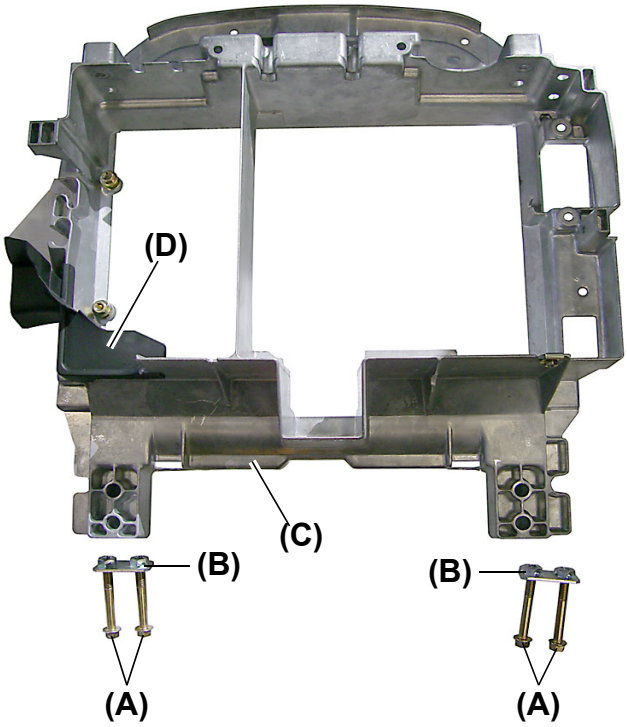

Fig. 6
4. The Column bracket **(Fig. 6, (C))** is retained to the main frame by four (4) M10 × 75 mm (L: 3 in.) bolts **(Fig. 6, (A))** and two (2) nut plates **(Fig. 6, (B))**.
- The column boot **(Fig. 6, (D))** has been bonded.